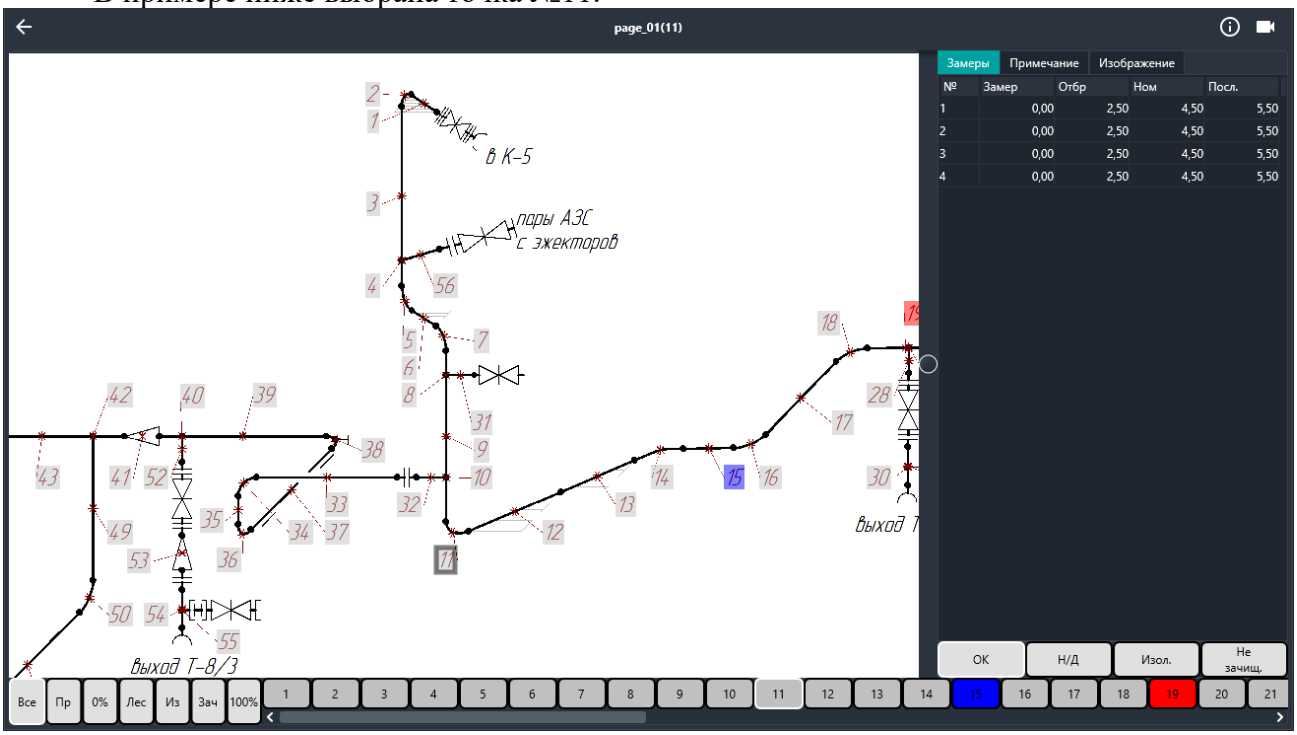

Рис. 4.1 – Маршрутная карта с выбранной точкой замера №11
- двойным нажатием выбрать точку замера (рис. 4.1);